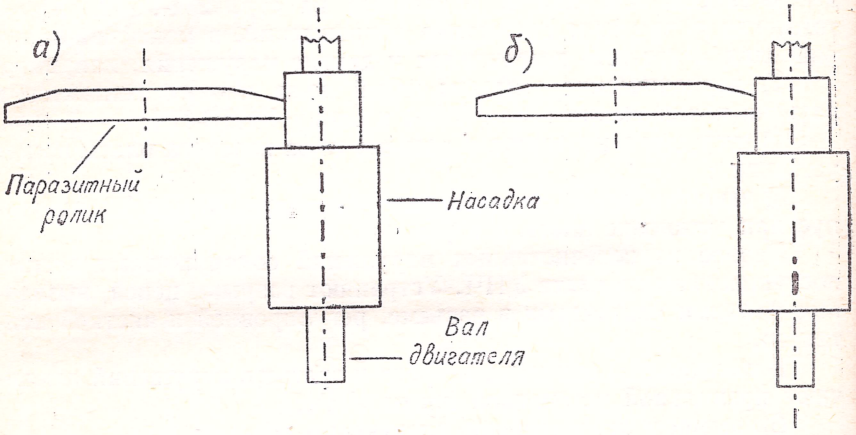

Рис. 3.23. Правильное (*а*) и неправильное (*б*) положения паразитного ролика относительно насадки
4. Неправильно выставлены друг относительно друга паразитный ролик и насадка [1] (рис. 3.23)	Пользуясь регулировочным винтом [2], правильно установить ролик. Проверить правильность установки по вертикали насадки электродвигателя. Соблюдая осторожность, деформировать рычаги так, чтобы была восстановлена соосность ролика и электродвигателя